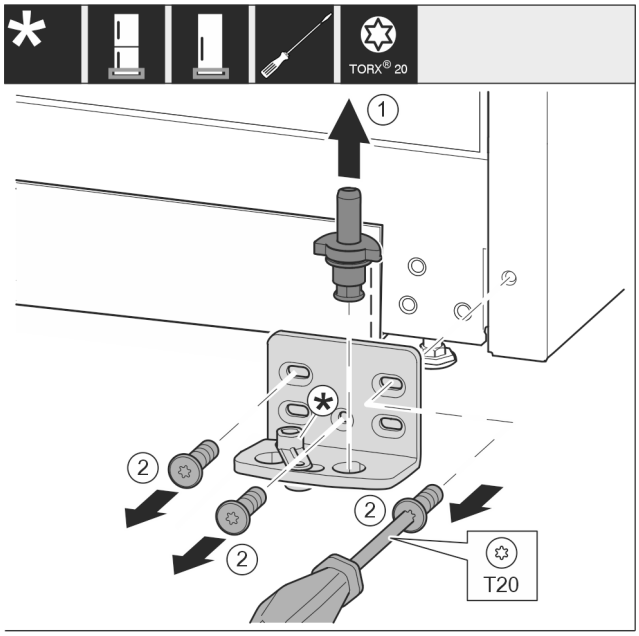

Fig. 13
- ▶ Lift the bearing pin completely upward and pull it out. *Fig. 13 (1)*
- ▶ Take out the screws with a T20 screwdriver and take off the bearing bracket. *Fig. 13 (2)*